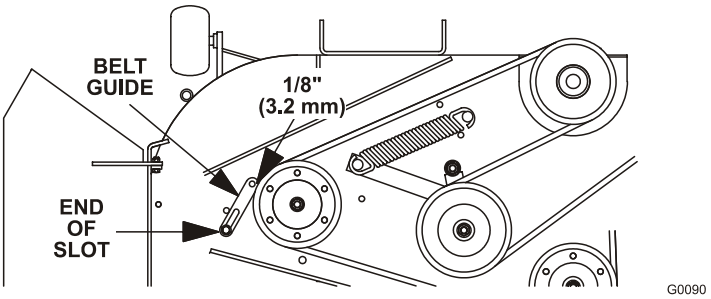

FIGURE 14
c) Note belt guide bolted to deck near the shield support stud and right-hand pulley. Guide should be 1/8” (3.2 mm) away from the belt, with bolt-end of guide near end of slot (See Figure 14).